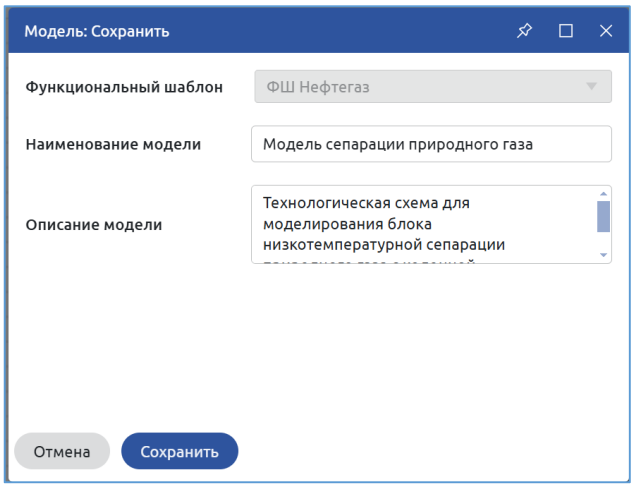

Рисунок 16. Модель: Сохранить
2. В диалоговом окне «Модель: Сохранить» при необходимости внести изменения в поля «Наименование модели» и «Описание модели» (Рисунок 16).